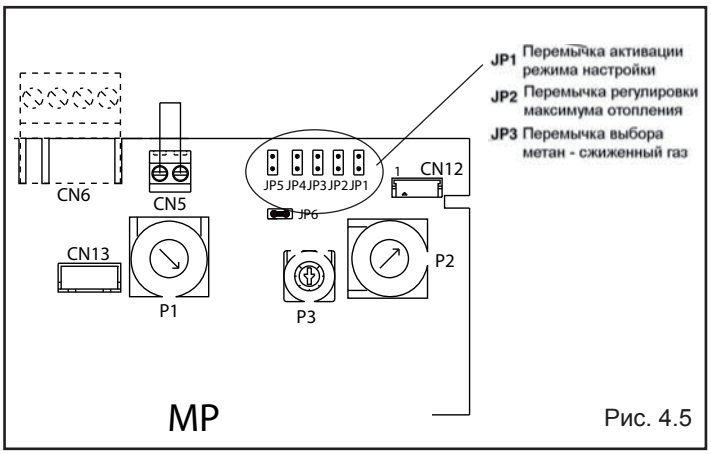

Рис. 4.5
- Установите перемычку JP1 (рис. 4.5), при этом ручка, расположенная на панели управления, будет выполнять функцию регулирования минимальной мощности для режима отопления. Регулирование максимальной мощности для режима отопления можно будет осуществлять посредством потенциометра P2;
- Установите перемычку JP2 (рис. 4.5)
- На плате управления (рис. 4.5):